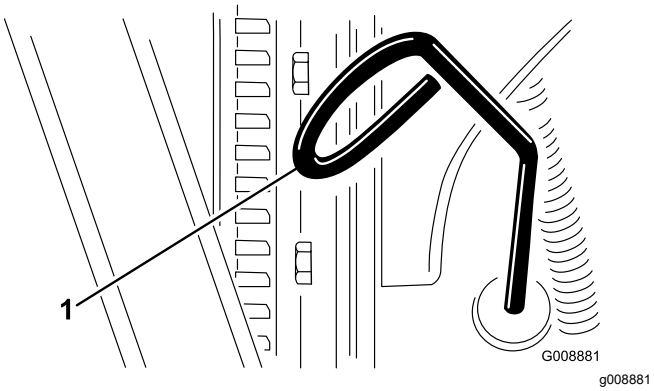

Figur 63
3. Ta ut oljestickan (Figur 63) och torka av den med en ren trasa.